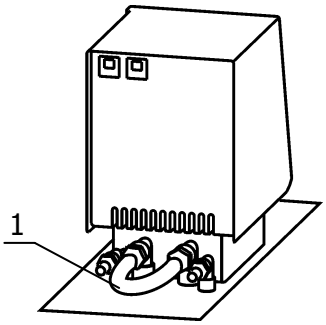

Рисунок 3 — Установка перемычки
2.2.5 Для работы термостата без внешнего потребителя шлангом-перемычкой 1 (рисунок 3) из комплекта поставки термостата соединить входной и выходной штуцеры насоса блока регулирования. Закрепить перемычку на штуцерах, используя хомуты из комплекта поставки термостата.